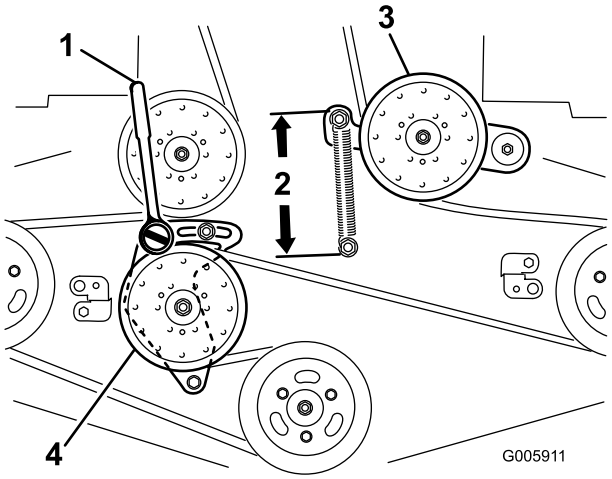

Figuur 61
4. Draai de arm van de vaste spanpoelie los en beweeg deze om de spanning eraf te halen (Figuur 61).
7. Plaats een dopsleutel met een kort verlengstuk of een onderbrekerstang in het vierkante gat in de arm van de vaste spanpoelie (Figuur 61).
9. Om de riemspanning te vergroten, draait u de dopsleutel of onderbrekerstang linksom zodat de arm van de vaste spanpoelie beweegt totdat de afstand tussen de haken van de veer 16,5 cm bedraagt (Figuur 61).